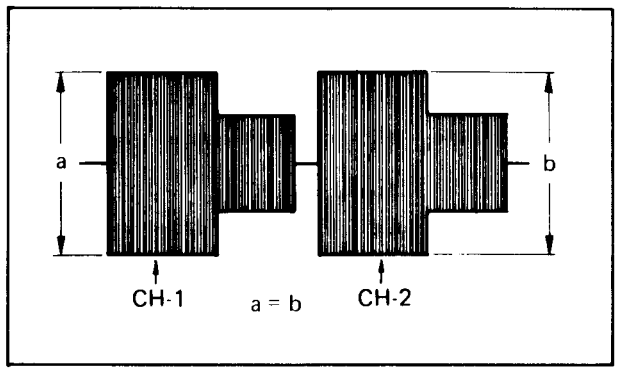

Fig. 5-27 Playback color channel balance
2. Connect 47 μF 16 VW E capacitor between TP-202 (ACC IN) and ground as shown in Fig. 5-27.
4. Adjust R49 (P.B. COLOR CH. BALANCE) on the Pre/Rec circuit board so that the color levels to be equal as shown in Fig. 5-27.